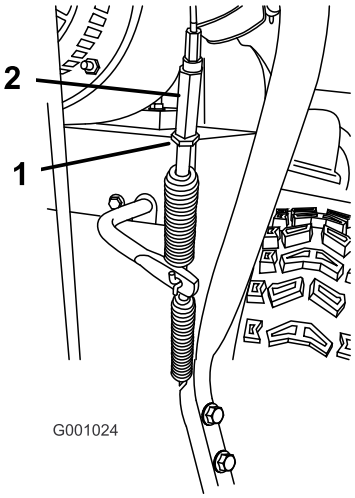

Figur 37
1. Løsn kontramøtrikken (Figur 37).
2. Løsn eller spænd den spændemøtrik, der justerer spændingen på kablet (Figur 37).